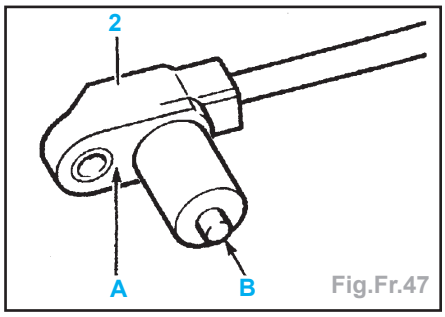

Fig.Fr.47
- S'assurer de la propreté du plan d'appui (A) (partie capteur et pivot) et de la partie (B) (Fig.Fr.47).